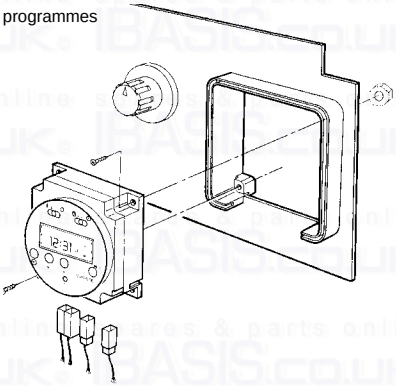

Fig. 43
c) Remove the time clock from the control panel (fig. 43).
d) Re-assemble in reverse order (refer to fig. 43 for replacement of the time clock).